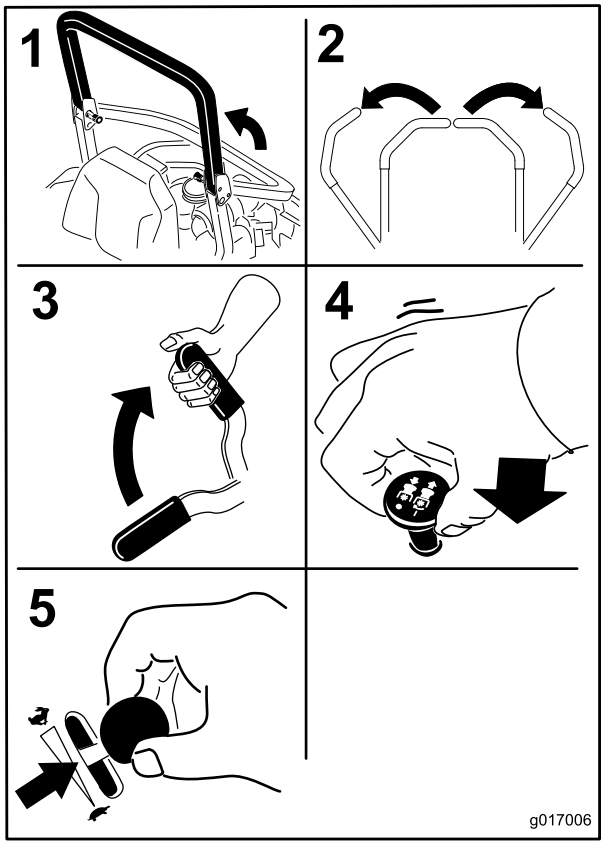

**Figure 17**
4. Move the blade control switch (PTO) to the off position (Figure 17).